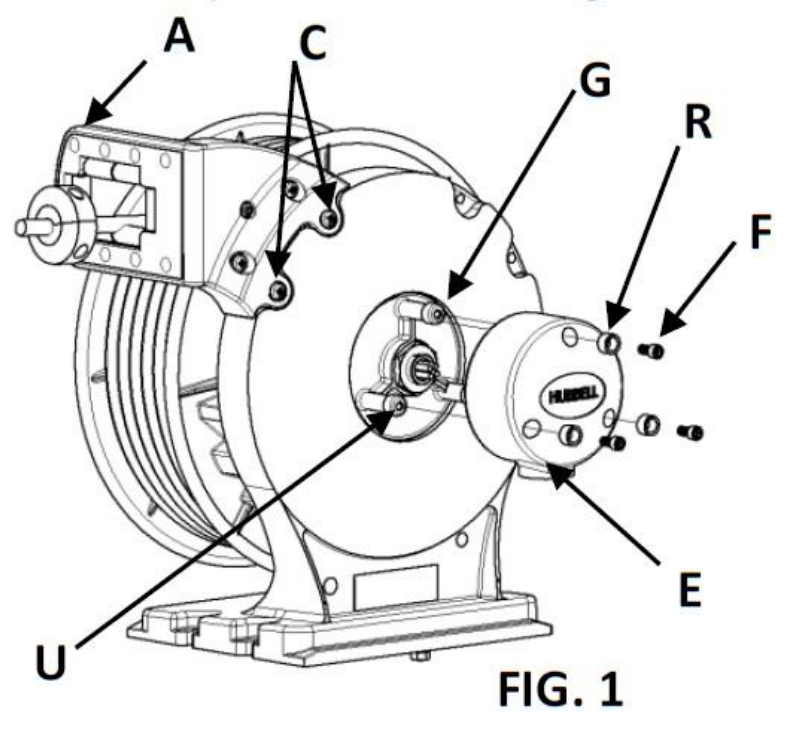
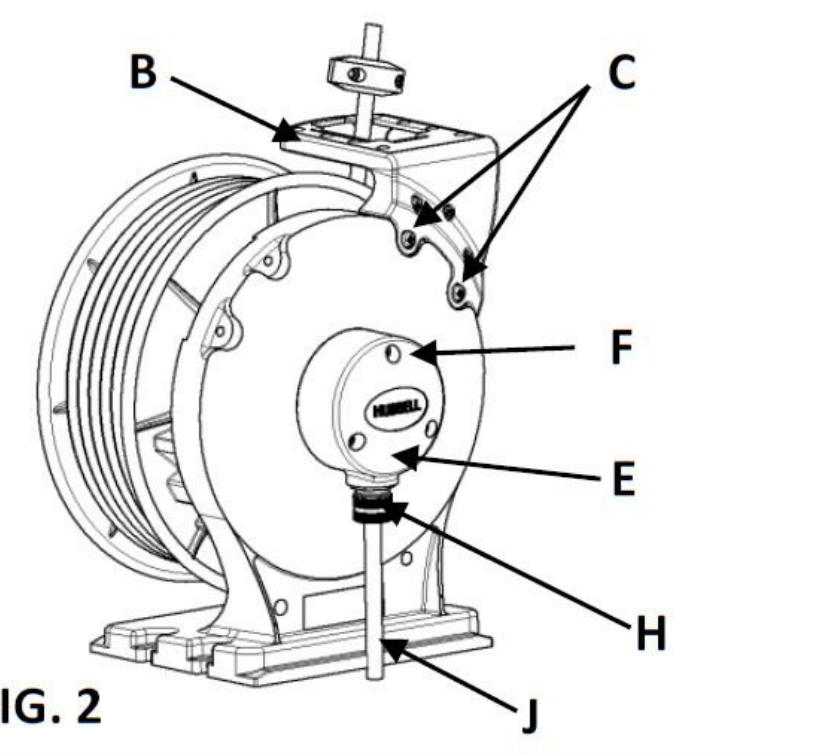

FIG. 1
FIG. 2
2. Configure reel for side electrical cable dispensing (Fig. 1, "A") or top electrical cable dispensing (Fig. 2, "B") by removing (2) screws "C". Determine new guide arm location. Position Guide Arm to reel and secure it with (2) screws "C".
► Remove junction box cover "E" by loosening (3) 1/4-20 screws "F" (Fig. 1) with 3/16" Hex key, reserve gaskets "G" and water plug "R" for reuse, DO NOT remove (3) water plug "U" capping on (3) screw bosses.
► Put the gasket "G" back on the junction box, make sure the water plugs "U" capping on (3) screw bosses, secure the cover "E" back to the junction box with (3) screw "F" and water plug "R" (Fig. 2), torque 15-20 lb•in [1.7-2.3 N•m]
2. Configurer l'enrouleur en prévision d'une sortie latérale (Fig. 1, "A") ou par le haut (Fig. 2, "B") du câble électrique en enlevant les (2) vis "C". Déterminer la position du guide. Fixer le support guide à l'enrouleur et remettre les (2) vis "C".
► Retirer le couvercle "E" de la boîte de jonction en desserrant les (3) vis 1/4–20 "F" (Fig. 1) au moyen d'une clé hexagonale de 3/16 po, conserver les joints d'étanchéité "G" et le bouchon d'eau "R" pour usage ultérieur. NE PAS retirer les capuchons des (3) bouchons d'eau "U" des (3) bossages de vis.
► Remettre en place le joint d'étanchéité "G" sur la boîte de jonction, les capuchons des (3) bouchons d'eau "U" sur les (3) bossages de vis, fixer le couvercle "E" à la boîte de jonction avec les (3) vis "F" et le bouchon d'eau "R" (Fig. 2), serrer à un couple de 1,7-2,3 N•m.
2. Configure el carrete para el suministro de cable eléctrico lateral (Fig. 1, "A") o el suministro del cable eléctrico superior (Fig. 2, "B") Removiendo los (2) tornillos "C". Determine la nueva ubicación del brazo guía. Coloque el brazo guía en el carrete y asegúrelo con los (2) tornillos "C".
► Retire la tapa de la caja de empalmes "E" aflojando los (3) tornillos 1/4-20 "F" (Fig. 1) con una llave hexagonal de 3/16",guarde los empaques "G" y el tapón de agua "R" para reutilizarlos, no quite el tapón de agua "U" (3) que se fija con los (3) tornillos maestros.
► Vuelva a colocar la empaquetadura "G" en la caja de empalmes, asegúrese de que los tapones de agua "U" terminan en los (3) tornillos maestros, fije la tapa "E" de nuevo a la caja de empalmes con (3) tornillos "F" y el tapón de agua "R" (Fig. 2), apriete a 15-20 lb • in [1.7-2.3 N • m].